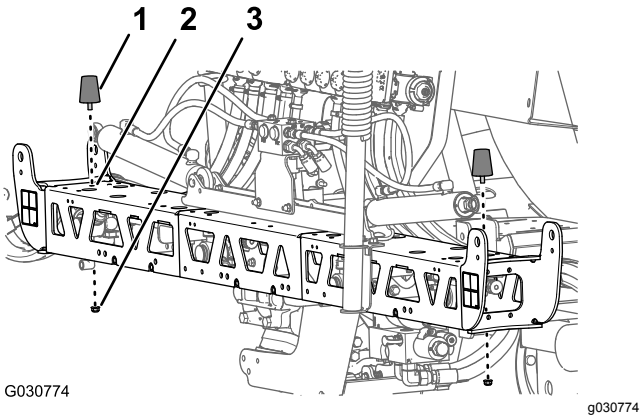

Figur 131
1. Før den gevindskårne tap på kofangeren, du fjernede i trin 4 i Afmontering af bomholderen (side 36), igennem det midterste hul i enden af toppladen på midterbomsektionen (Figur 131).